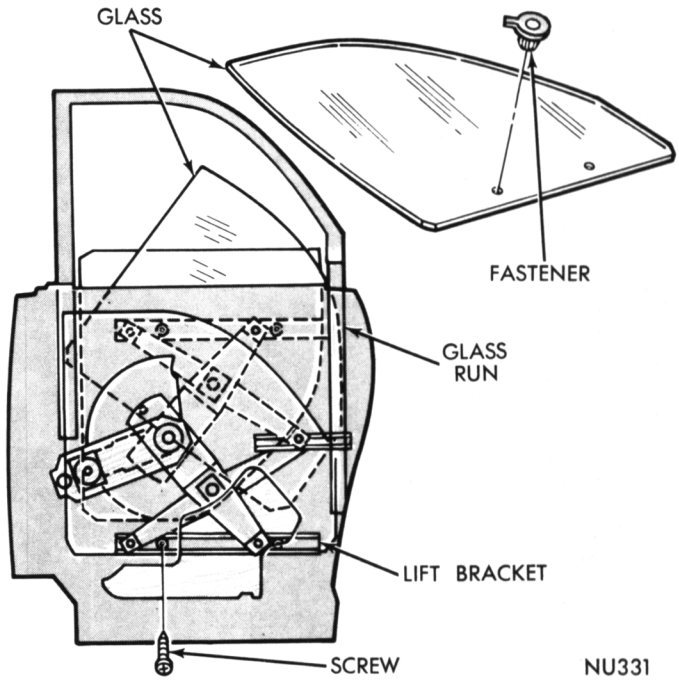

Fig. 71—Quarter Window Replacement
(1) Lower glass fully and remove lift channel to glass fasteners screws (Fig. 71).
(2) Through large access hole, rotate glass clockwise to remove from front and rear run channels.
(3) Raise glass assembly out of panel.
(4) Remove fasteners from glass assembly (Fig. 71).